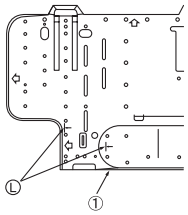

Fig. 3-7
③ Wenn das konische Rohr vorab in die Mauer eingefügt wurde: (Fig. 3-7)